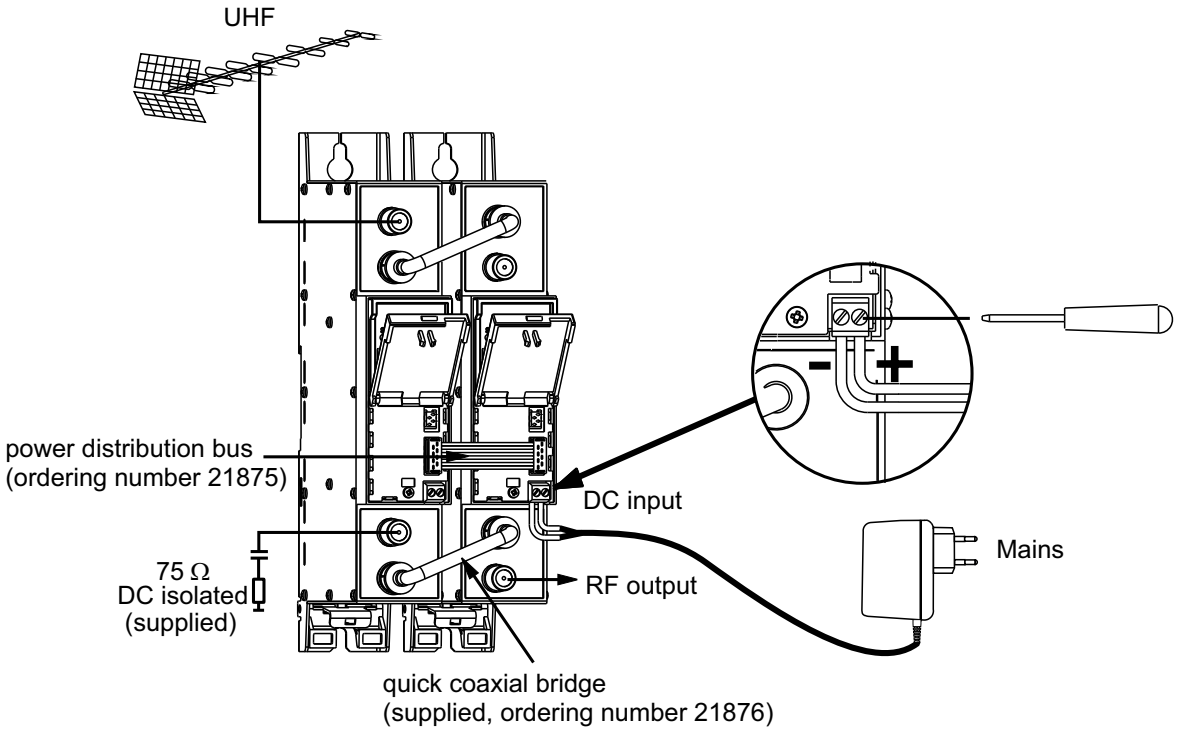

Figure 3. Powering of amplifier
The amplifier can be used as stand-alone unit as well as modular system powered from single power supply (Figure 3).
DC power should be connected, after at420 mechanically placed into position (Figure 2, 4 and connected Figure 3). Menu settings are ready for user updates.
If RF IN connector (5) is not used, connect the 75Ω isolated load supplied (Figure 3).